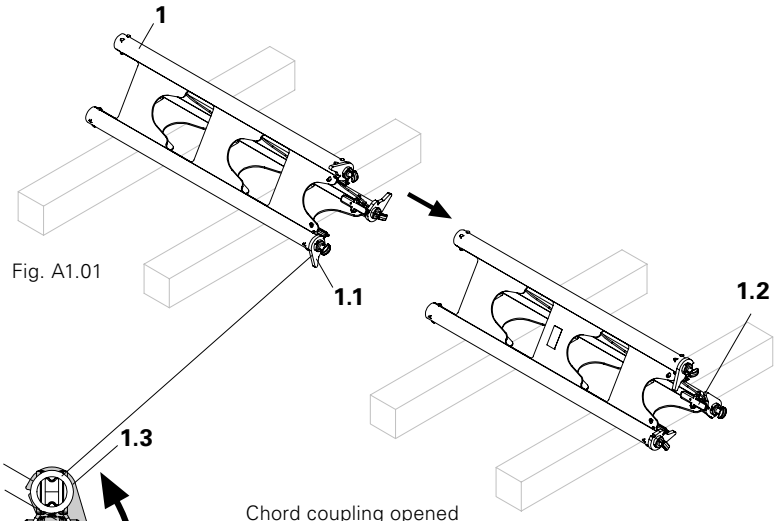

Fig. A1.01
1. Place prop sections (1) on timbers. Chord couplings (1.1) have no contact with timbers. (Fig. A1.01)